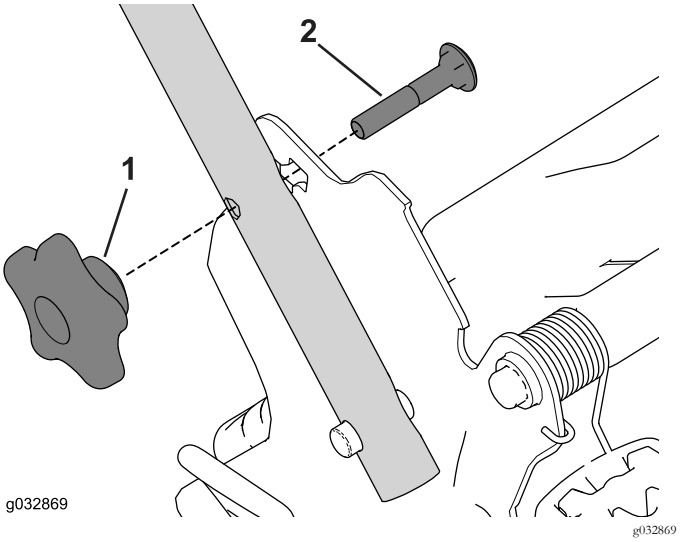

Bild 8
4. Führen Sie die Schlossschraube (mit dem Schraubenkopf nach innen zeigend) durch die obere oder untere viereckige Öffnung in der Griffhalterung und das obere Loch des Griffendes (Bild 8).